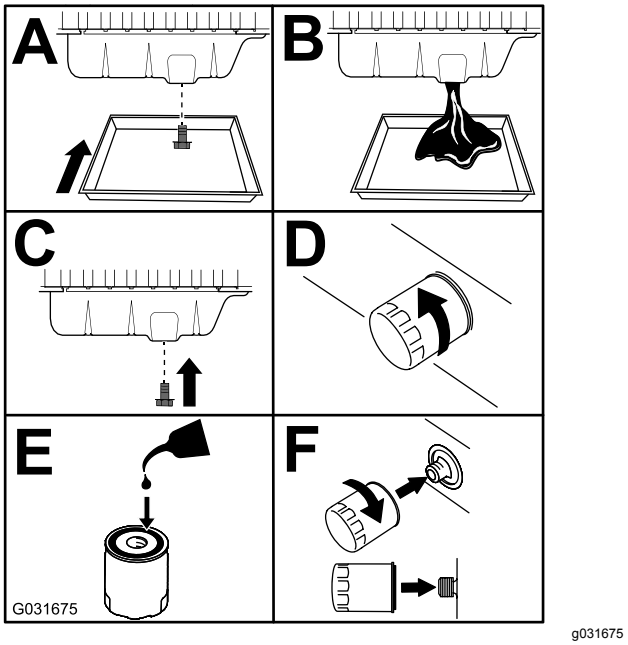

Figur 72
3. Skift motorolje og filter (Figur 72).